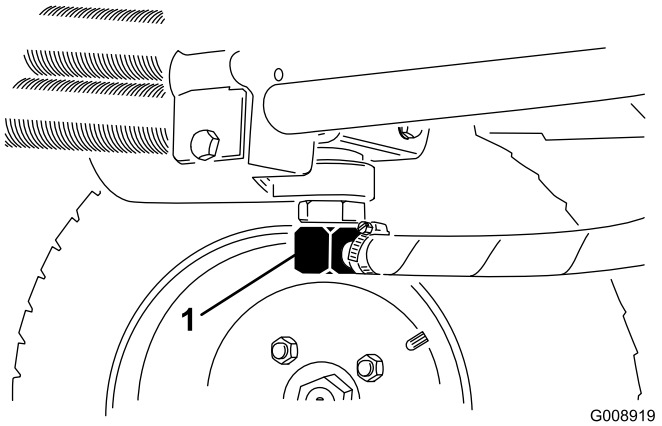
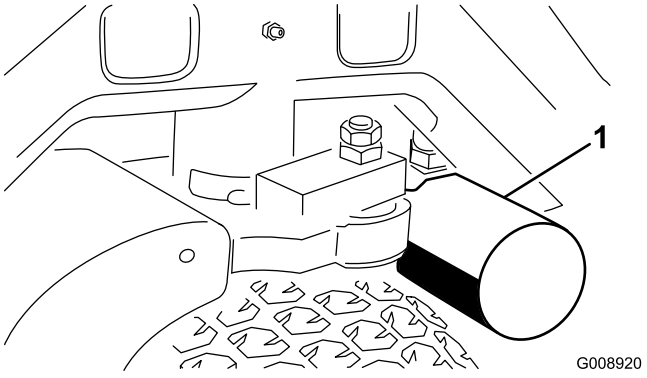

Figura 72
Figura 73
2. Desconecte el tubo hidráulico (Figura 72) o retire el filtro hidráulico (Figura 73) y deje fluir el aceite hidráulico en un recipiente apropiado.
4. Coloque un recipiente debajo del filtro (Figura 73) y retire el filtro.